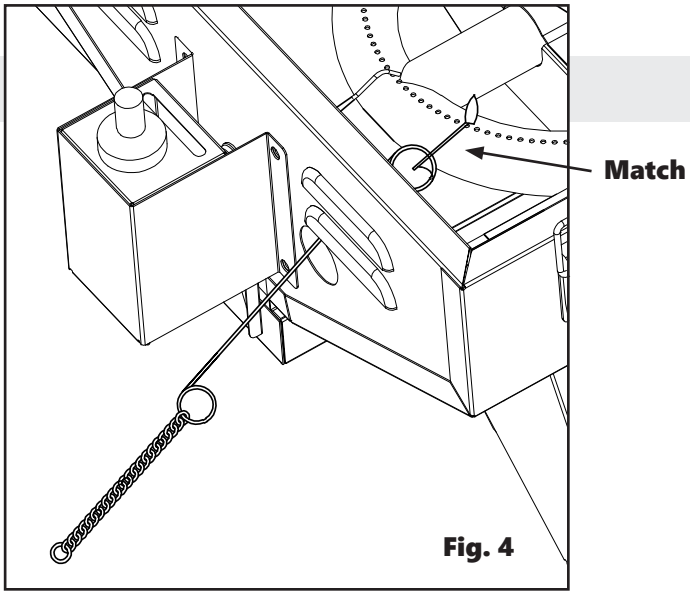

Fig. 4
2. While holding a lit match near the burner (Fig. 4), push the regulator knob in and turn 270 degrees (or 3/4 turn) counterclockwise to the "HIGH" position.